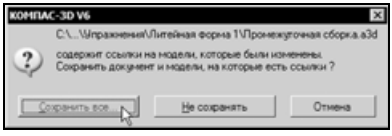

Рис. 8.101
- Запишите модель **Промежуточная сборка** на диск и закройте ее окно, сохранив ссылки на измененные компоненты (рис. 8.101).